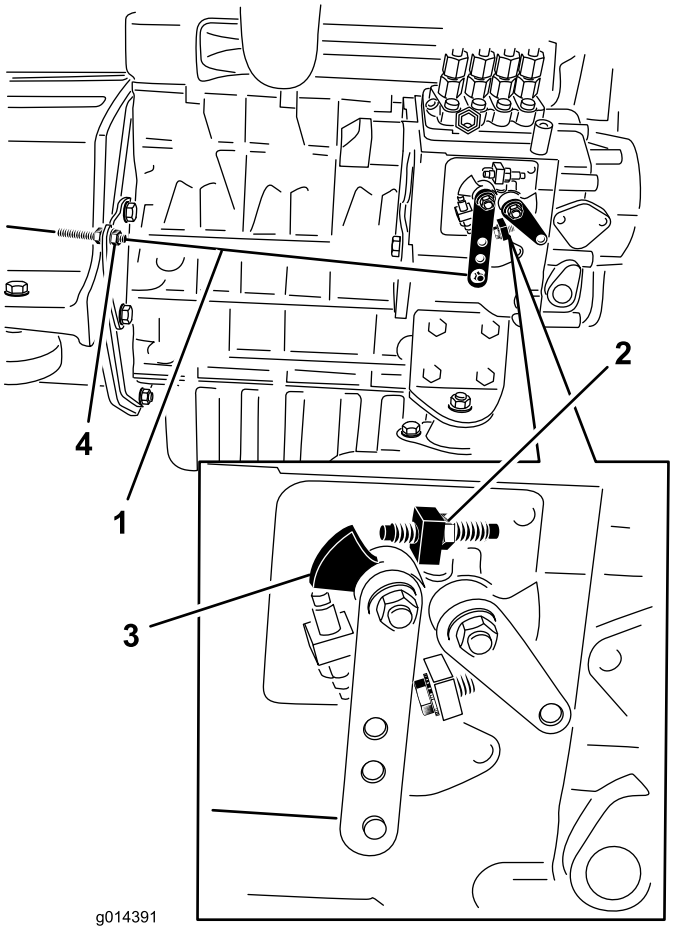

Figura 46
2. Compruebe la posición de la palanca de control de velocidad de la bomba de inyección de combustible del motor. La palanca de control de velocidad debe estar en contacto con el tornillo de alta velocidad cuando la palanca de control del acelerador está en la posición de Rápido (Figura 46).
3. Si es necesario, la posición de las contratuercas del cable de control del acelerador puede ajustarse hasta que la palanca de control de velocidad entre en contacto con el tornillo de alta velocidad cuando la palanca de control del acelerador está en la posición de Rápido (Figura 46).